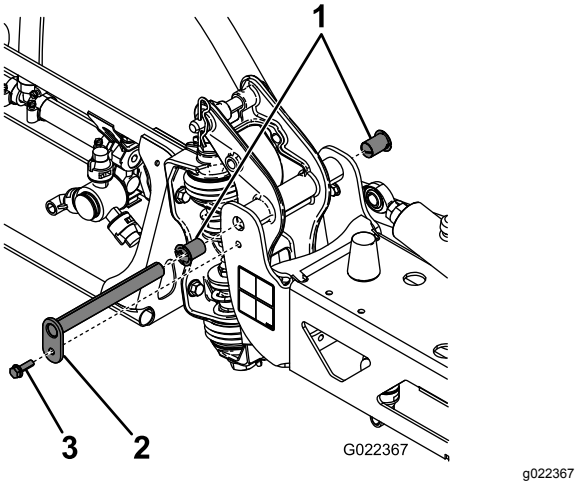

Figur 46
3. Når bommens vekt er støttet, fjern skruen og mutteren som fester svingbolten til bomenheten (Figur 46).
6. Fjern og kontroller nylonhylsene fra for- og baksidene på svingbraketten (Figur 46).
8. Monter bommen og svingbrakettenheten på den midtre rammen, og innrett åpningene (Figur 46).